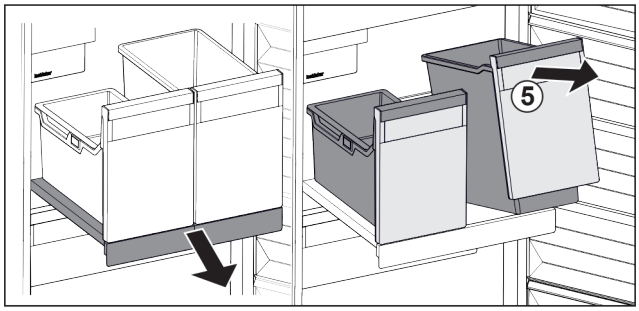

Fig. 139
- ▶ Ridicați recipientul *Fig. 139 (5)* din față.